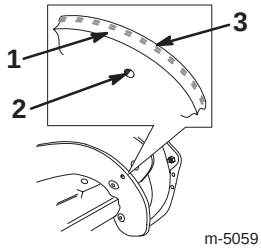

Figur 15
1. Granska eggen på ett nytt rotorblad för att se skillnaden i tjocklek hos gummilagren (figur 15).
Montera rotorbladen med det tjocka gummilagret på *insidan* av böjningen (figur 15). Om du inte monterar rotorbladen riktigt kommer de att slitas ut snabbare.